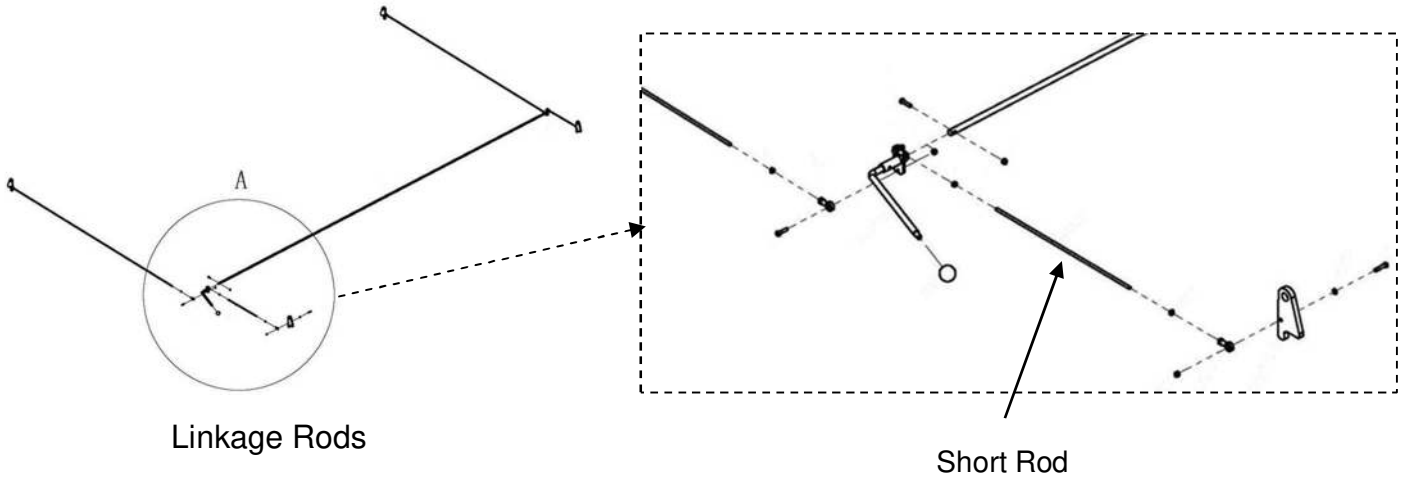

Fig. 4
9. Arrange the Crossbeams so that the Latches˘Linkage Rods are facing outward and the Short Rod (#83) is closest to the Power Unit Column, as shown in (Fig.4).